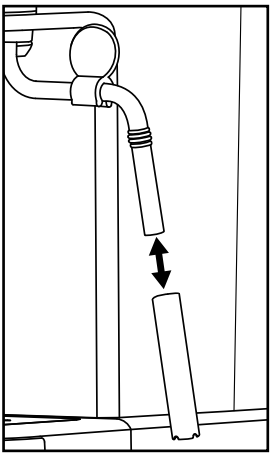

Abbildung 1
1) Stellen Sie einen leeren Behälter unter den Milchaufschäumer ⑩.
2) Drehen Sie den Dampfregler ❼ direkt nach dem Gebrauch auf „♨/💧💧“ und lassen Sie einige Sekunden Dampf entweichen.
3) Drehen Sie den Dampfregler ❼ zu (bis zum Anschlag in Richtung „●“ drehen), schalten Sie das Gerät aus und ziehen Sie den Netzstecker.
5) Ziehen Sie die Hülle des Milchaufschäumers ⑩ ab (Abbildung 1) und reinigen Sie diese sorgfältig im warmen Wasser.
7) Schieben Sie die Hülle wieder auf die Düse (Abbildung 1).